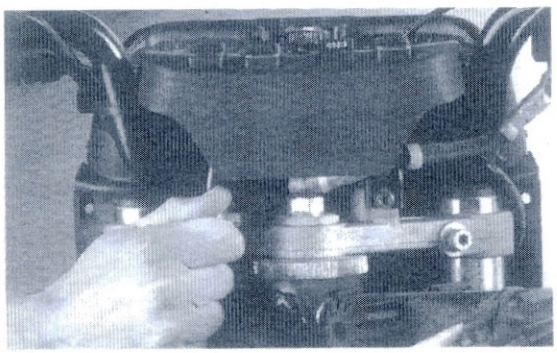

Bild 49
- Schutzkappen oben von Standrohr abnehmen und Einfüllschraube ausdrehen. Dabei Verschlussdeckel gegenhalten (Bild 49).